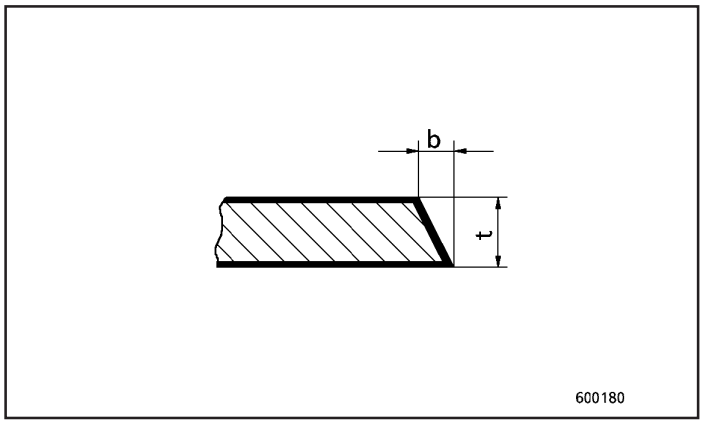

Fig.74
4. Ponteie as placas de apoio (3) entre as chapas laterais. Se ocorrer deformação devido ao processo de soldagem (Fig. 74) as placas de apoio devem ser endireitadas.